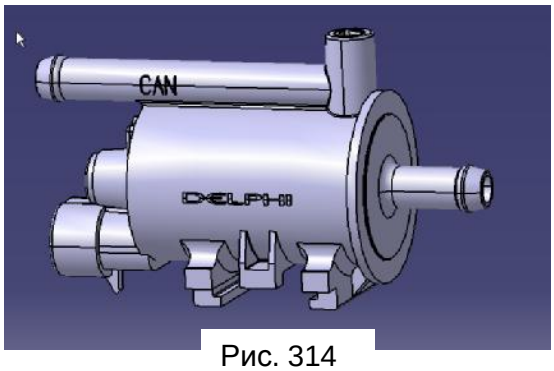

Рис. 314
**Внешний вид и контакты (Рис. 314)**.